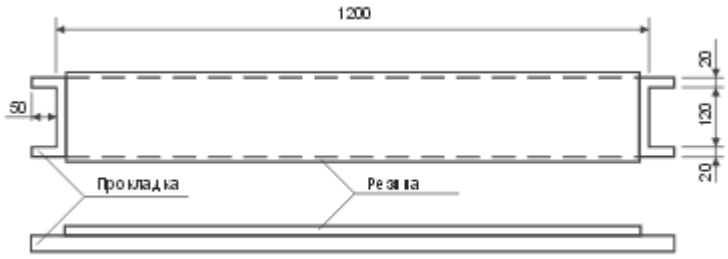

Рис. 2
1.1.2.Обрезиненные нижние прокладки и верхние дистанционные распорки с упорами размером 1200х150 мм - 4 шт. (рис. 2). На поверхности резины не допускается выступающих частей крепежа во избежание повреждения панелей.